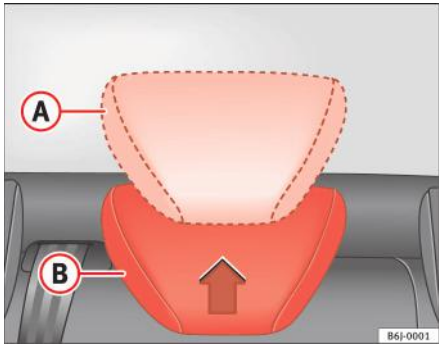

Fig. 5 Reglarea tetierelor locurilor din spate
- Poziția ridicată sau poziția de utilizare (A) ⇒ fig. 5. În această poziție tetiera este utilizată normal, protejând, împreună cu centura de siguranță, ocupantul locului din spate.
- Poziția de repaus (B) ⇒ fig. 5. Această poziție oferă şoferului o vizibilitate mai bună în spate.